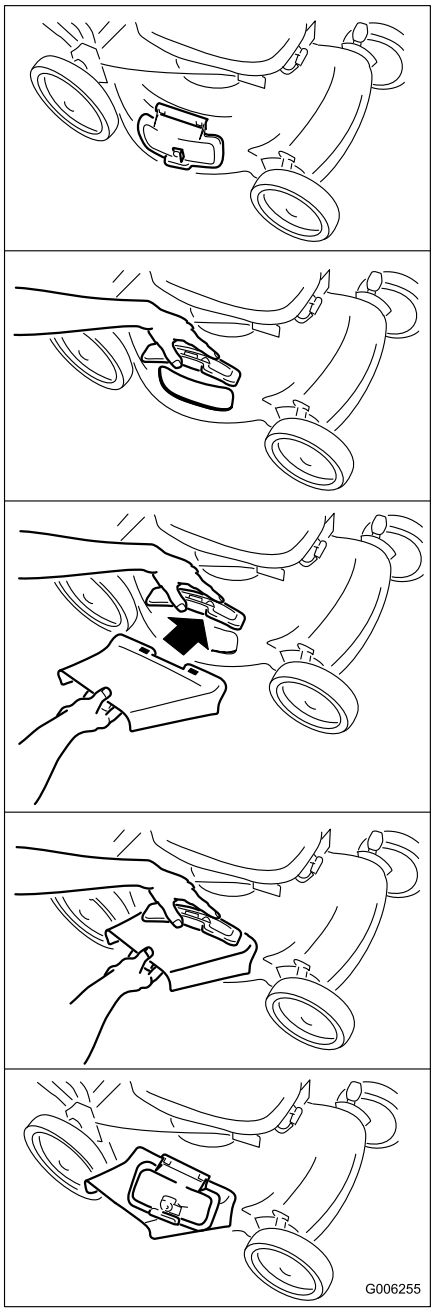

Bild 24
2. Montieren Sie den Seitauswurfkanal (Bild 24).